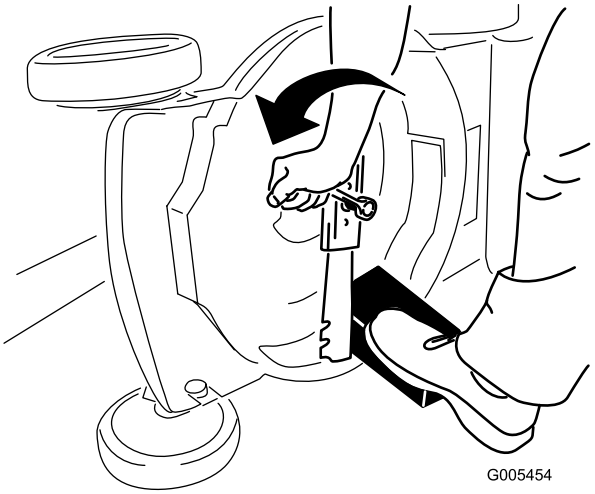

Figuur 39
3. Gebruik een blok hout om het mes stil te houden (Figuur 39).
4. Verwijder het mes en bewaar alle bevestigingselementen (Figuur 39).